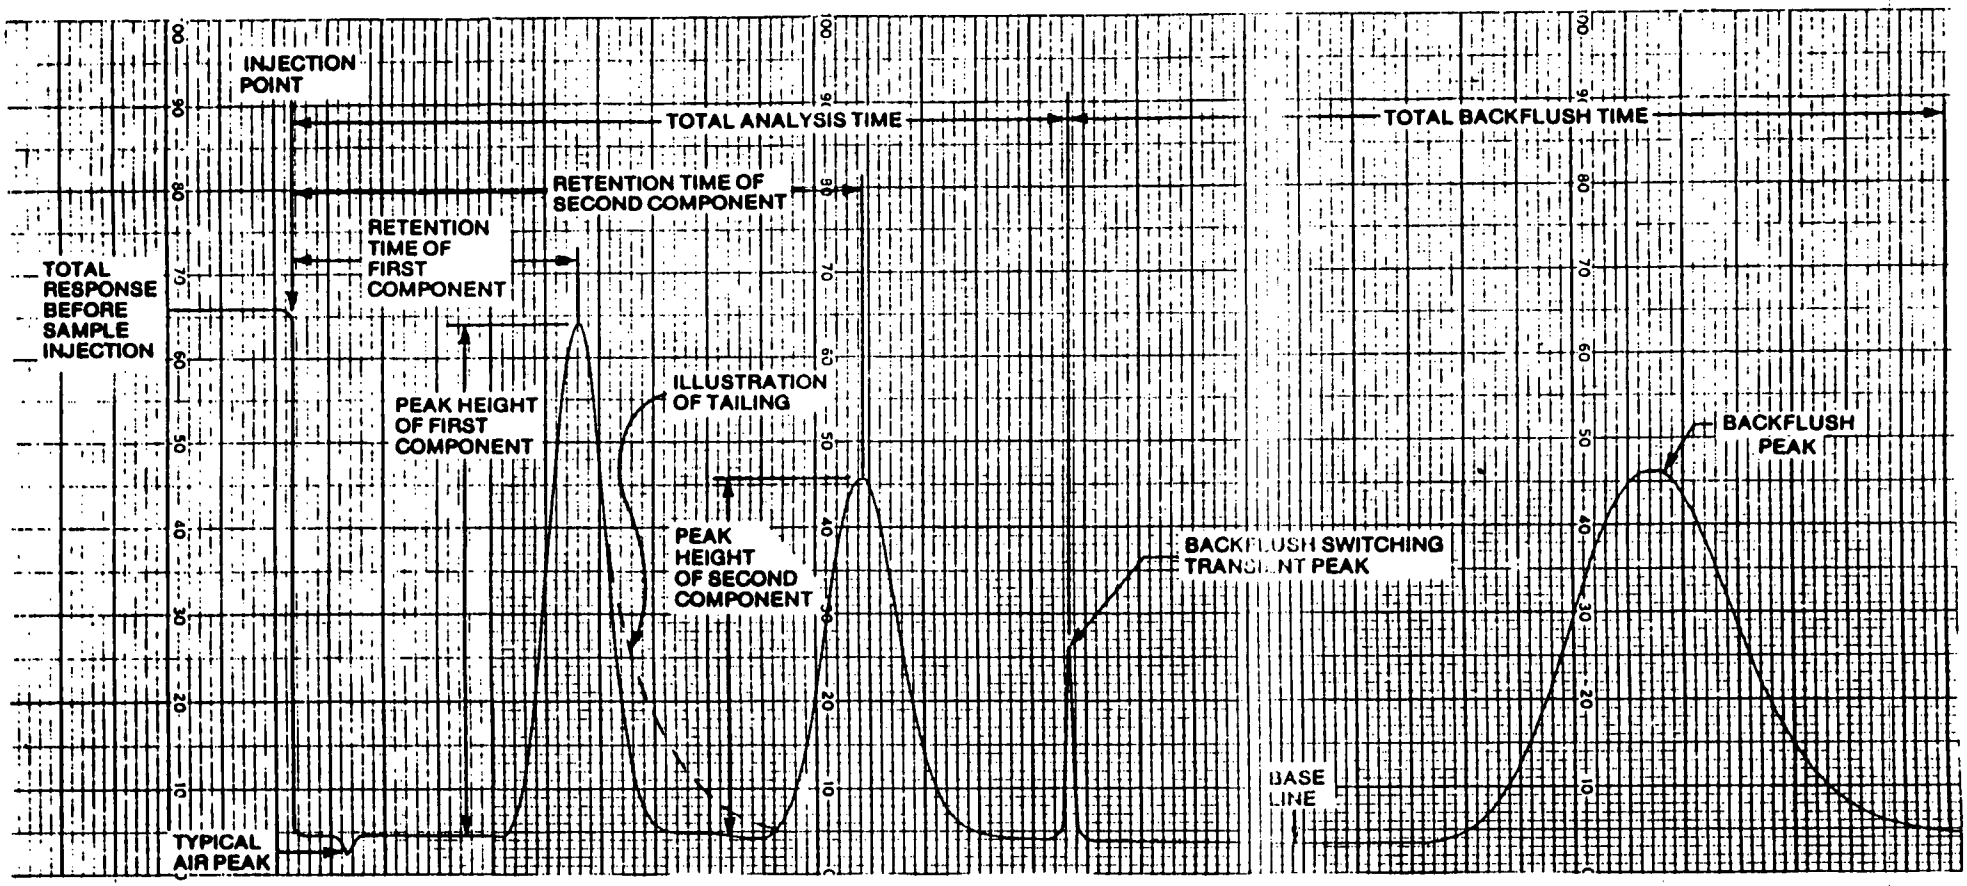

FIG. 7-1-4
The chromatogram is a strip chart recorder printout of the instantaneous organic vapor concentration from the Century Organic Vapor Analyzer (OVA) as a function of time. A typical chromatogram is illustrated in Figure 7-1-4 and is seen to be a series of triangular shape peaks originating and returning to a fixed baseline. Qualitative interpretation of a chromatogram involves identifying the compound causing a peak by analyzing the time it took for the peak to appear after initial injection (referred to as retention time (RT)) and comparing this RT to
The retention time (RT) is defined as that period of time from injection of the sample into the GC system until the point of maximum detector response for each substance. Retention time is measured from the point of sample injection to the apex of the triangle shaped curve obtained on the strip chart recorder. (See Figure 7-1-4.)
In general, the more triangularly symmetrical the peak, the better the peak height analysis capability. However, many GC peaks have "tailing" as illustrated in Figure 7-1-4. Peak height calibration is still an acceptable method for quantitative analysis as long as the area under the tail is small compared with the total peak area. If severe tailing occurs, empirical calibration data generated through tests may be required to plot the peak height versus the concentration curve. If the GC Option is used on a Century "logarithmic" OVA, there will be a major apparent increase in peak tailing. This apparent tailing is the result of the logarithmic